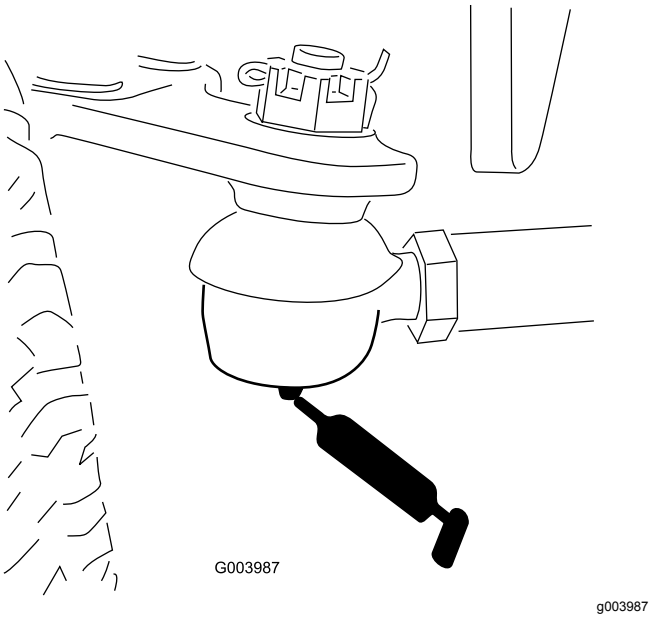

**Figur 80**
- Bakaxelns dragstång (2) (Figur 80)